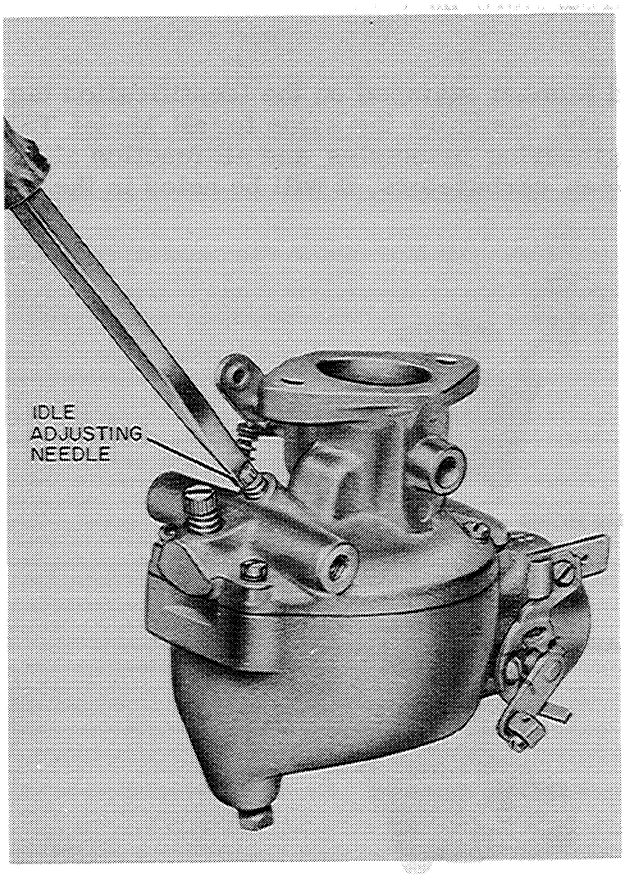

Figure N-10
2. Remove the idle adjustment needle, Figure N-10